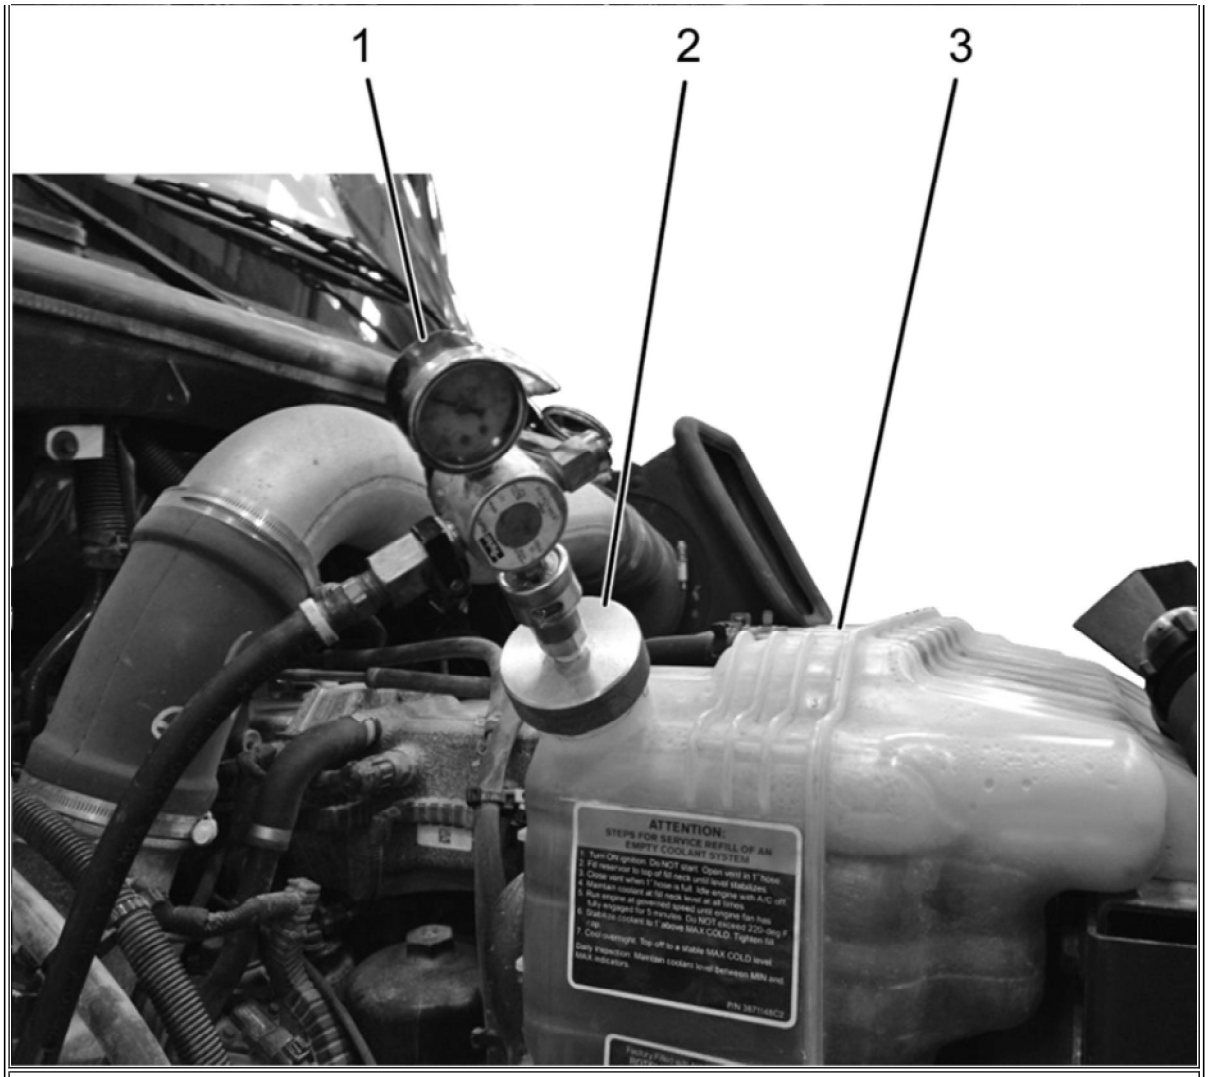

**Figure 1: Deaeration Tank and Pressure Module**
1. Install cap adapter (**Figure 1,** Item 2) and pressure module (**Figure 1,** Item 1) onto deaeration tank (**Figure1,** Item 3)